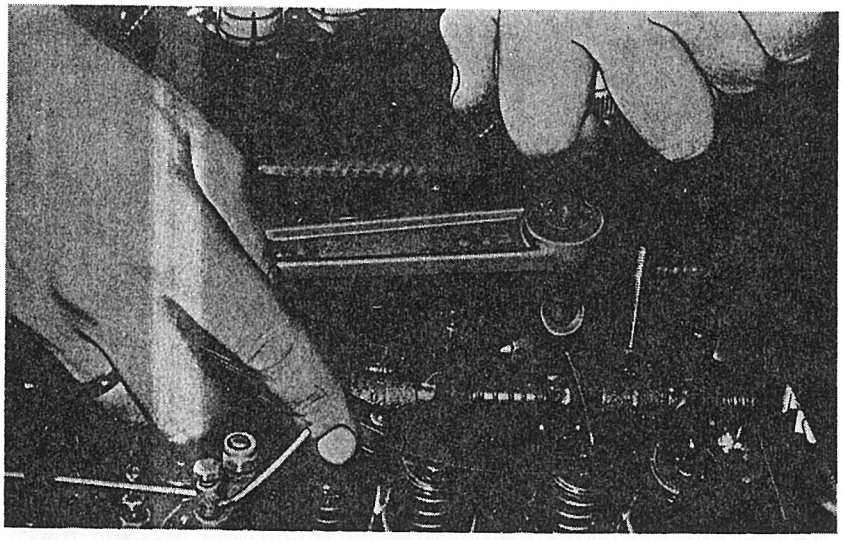

Afb. 2.5.3. **Afstellen klepspeling**
e. Stel nu met de knop op de sleutel de klepspeling van de klep af (afb. 2.5.3.); de klepspeling van de inlaatklep is 0,15 mm en van de uitlaatklep is 0,20 mm.